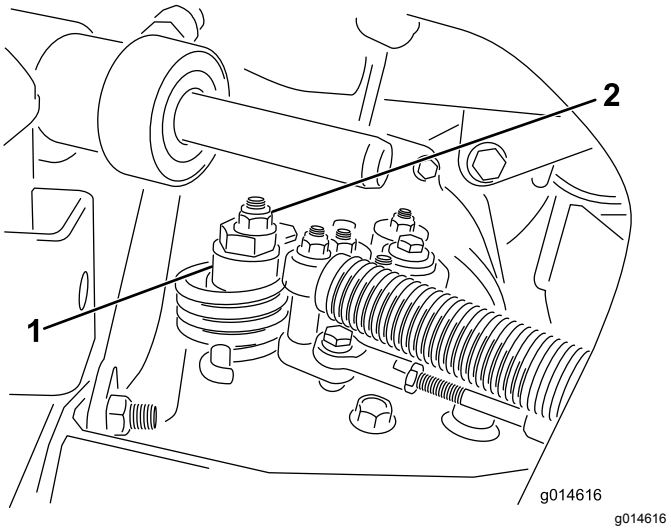

Figur 49
A. Løsn møtrikken, der fastgør den excentriske bolt til den øverste del af hydrostaten (Figur 49).
og justeringen, tilspændes (Figur 49). Kontroller indstillingen med gashåndtaget i positionerne langsom og hurtig.